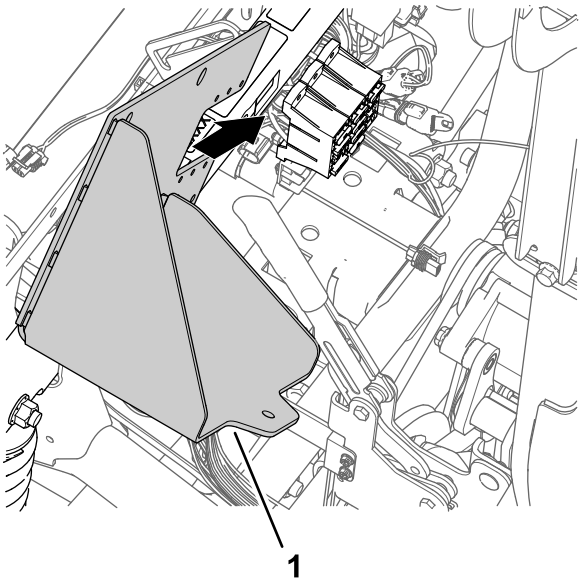

Figur 175
1. Ret det nye batteribeslag ind efter maskinens og sikringsblokkenes stødstøtterør (Figur 175).